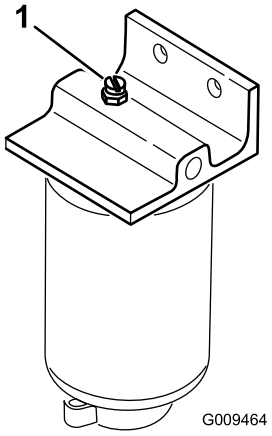

Figur 41
3. Öppna avluftarpluggen på bränslefiltret/vattenseparatorn (Figur 41).